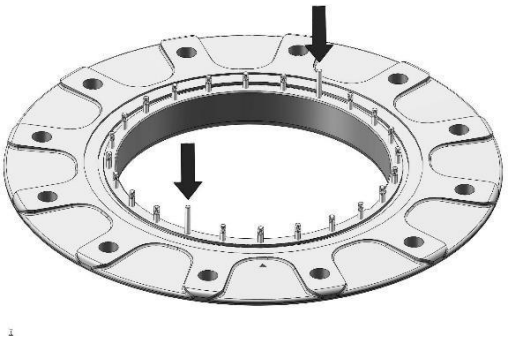

Рис. 26. Уплотняемая поверхность
Перед установкой колокола протрите уплотняемую поверхность опорного фланца масляного бака (Рис. 26) и положите уплотнительное кольцо.
4.2.6.2 Поместите головку устройства РПН на монтажный фланец. Обратите внимание на положение двух штифтов и отметки на опорном фланце и головке (рис. 26). Совмещение двух меток гарантирует, что головка установлена в правильном положении. В зависимости от конечной высоты между головкой и опорным фланцем следует оставлять зазор 5-20 мм.